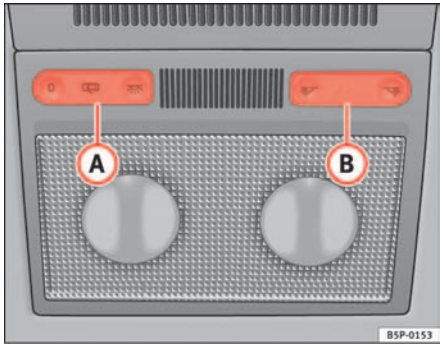

Fig. 80 Detail of the roof: Front reading light
The switch (A) ⇒ fig. 80 is used to select the following positions:
Turn the knob to the position O ⇒ fig. 80.